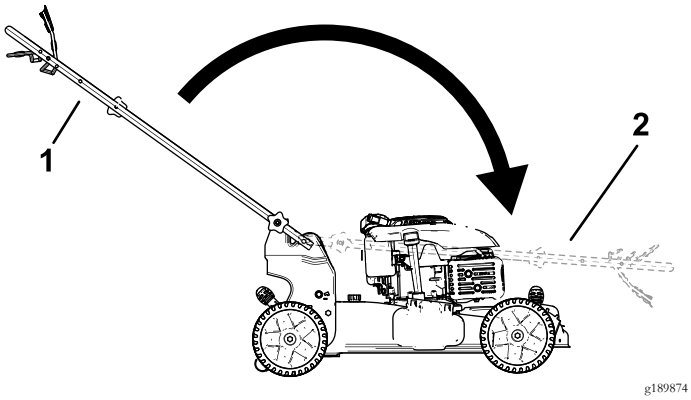

Figure 24
2. Repliez le guidon en le faisant pivoter en avant (Figure 24).